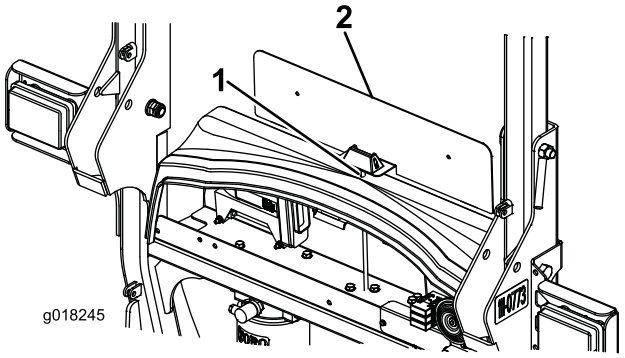

Figura 8
1. No centro da cobertura do anteparo de plástico, a cerca de 40 mm da parte da frente, faça um furo com 8 mm de diâmetro (Figura 8).